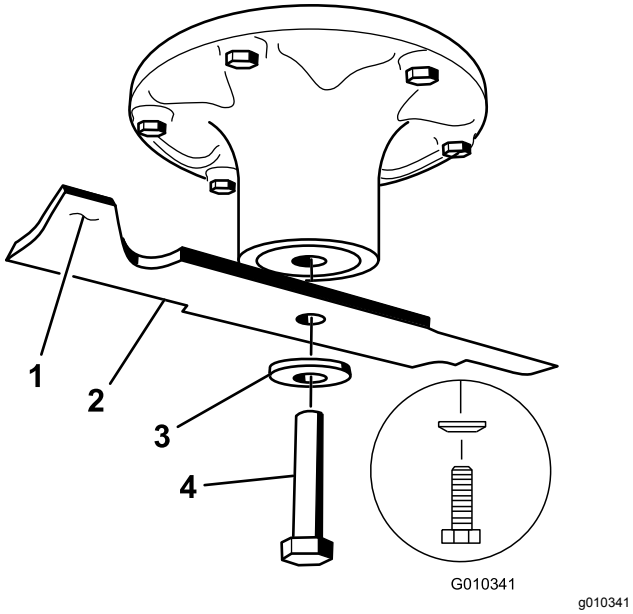

Figuur 67
2. Verwijder de mesbout, de klemring en het mes van de spilas (Figuur 67).
1. Monteer het mes op de as (Figuur 67).
2. Monteer de klemring (holle kant naar het mes toe) en de mesbout (Figuur 67).